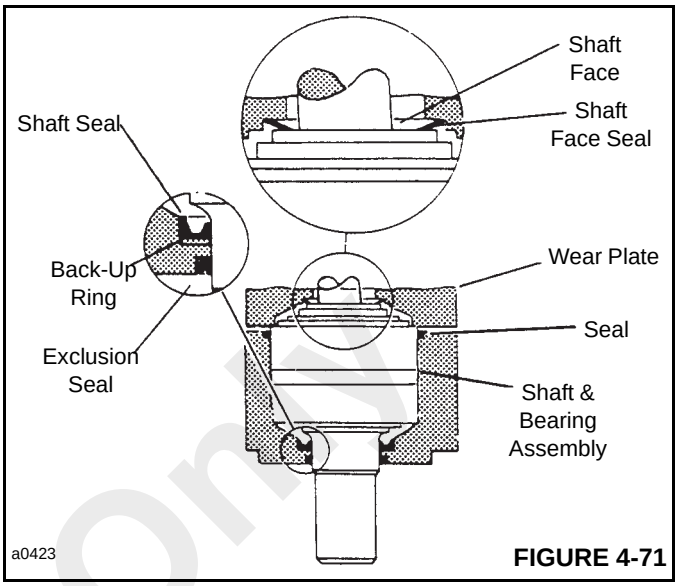

FIGURE 4-71
1. Use a press to install new exclusion seal (1, Figure 4-70) into outer bore of bearing housing (2). The lip of the seal must face outward. See Figure 4-71. If a press is not available, use a plastic or rubber hammer, being careful not to damage or cock the seal in the bore.
5. Apply petroleum jelly to a new seal (3). Install the seal into bearing housing (2).
7. Install shaft face seal (7) into wear plate (8) as shown in Figure 4-71. Do not distort the seal.
8. Install wear plate (8).
9. Apply a light film of petroleum jelly to one of the seals (3) and install the seal in wear plate (8).
10. Install the main valve drive (12) into the out shaft of the bearing and shaft assembly (6).
11. Align the notch on the outside of gerotor (11) with the notch on wear plate (8). Install the gerotor against the wear plate. Be sure to retain the rollers in the outer ring if they are loose.